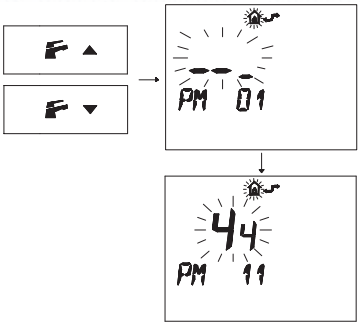

Fig. 7.30
- Press buttons F ▼ or F ▲ to display the **"PM11"** program of the pump post-circulation (Fig. 7.30).